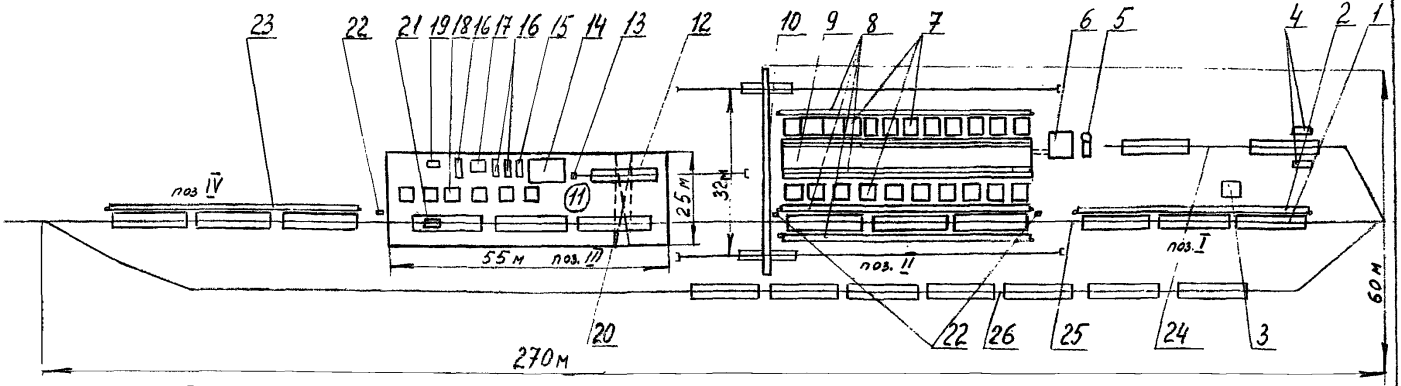

Рис.3. Схема площадки подготовки 10 вагонов для нефтебитума к наливу в сутки.
2.I.5. Подготовка вагонов производится поточным методом. На схемах (рис.I,2) представлены варианты площадки с пропаркой бункеров без снятия их с вагона, на схемах (рис.3,4) - варианты, когда бункера снимаются с вагона, устанавливаются на специальные стенды для пропарки, а запасные ранее пропаренные устанавливаются на вагон.